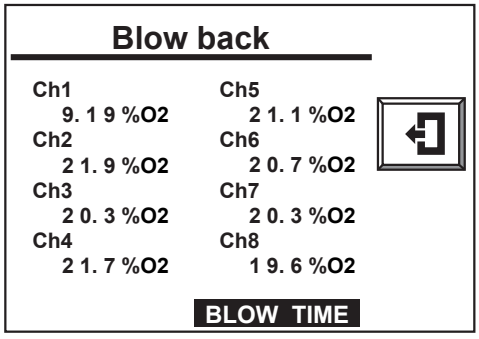

Figure 10.28 Performing blow back
3) During blow back a display like Figure 10.28 is displayed, with the affected channel number blinking.